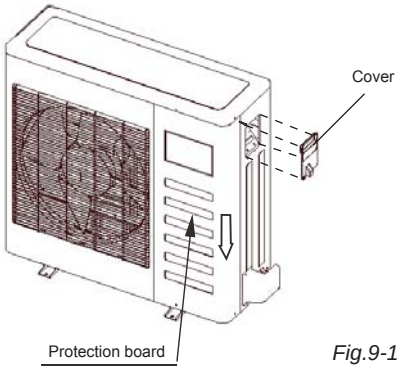
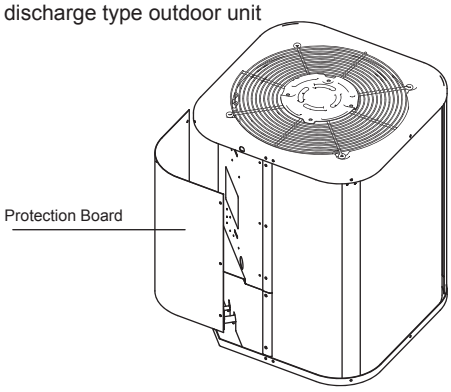
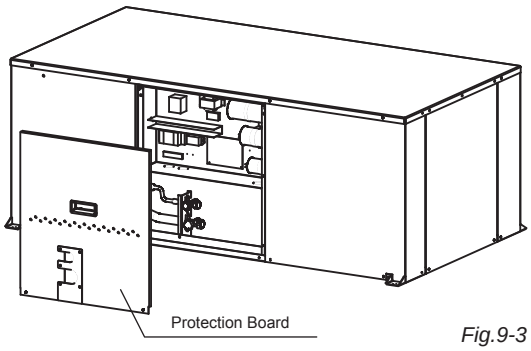

Fig.9-1
Fig.9-2
Fig.9-3
■ Dissemble the bolts from the cover.(If there isn't a cover on the outdoor unit, disassemble the bolts from the maintenance board, and pull it in the direction of the arrow to remove the protection board.) (Refer to *Fig.9-1, Fig.9-2, Fig.9-3*)